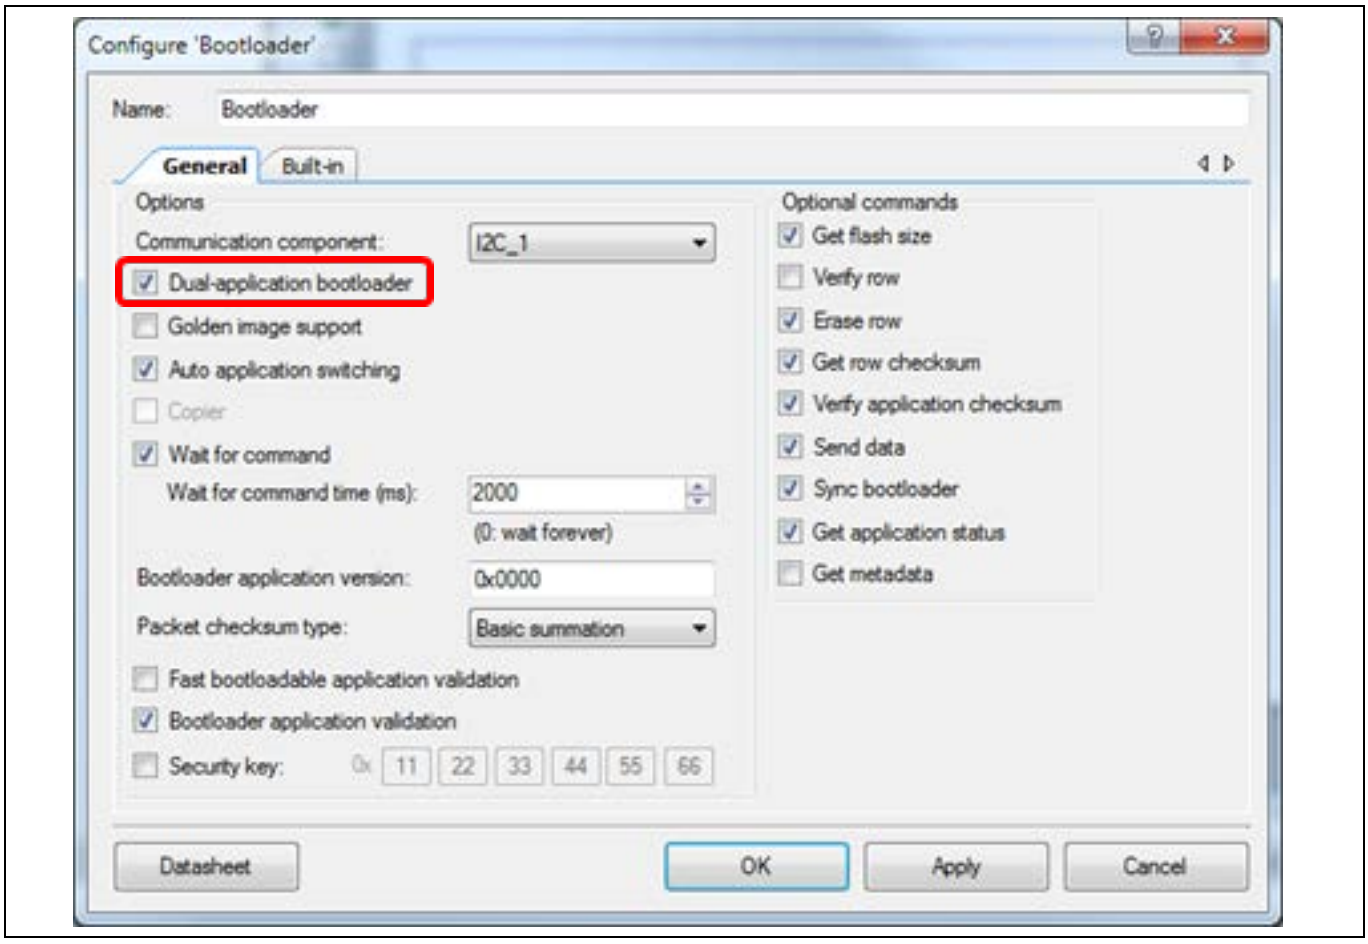

Figure 16 ブートローダコンポーネント設定
1. Figure 16 に示すように、ブートローダコンポーネント設定ダイアログで Dual-application bootloader のボックスをチェックしてください。PSoC™ Creator 3.2 以前では、このオプションは **Multi-Application bootloader** と名付けられています。